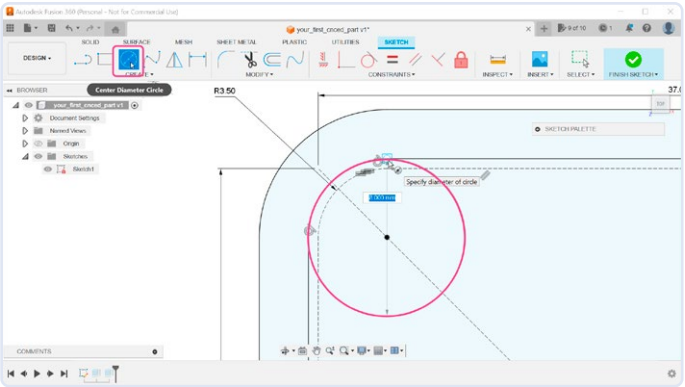

Figuur 9. Positionering van het middelpunt voor een van de steunen.
9. De module moet op vier steuntjes rusten, en het zou mooi zijn als we de module ook konden vastschroeven. Voor deze steunen hebben we nog een sketch nodig, maar in plaats van een nieuwe te maken, kunnen we de huidige sketch ook hergebruiken. Om terug te keren naar de bewerkingsmodus dubbelklik je op het item *Sketch* in het browservenster. De gaten in de print hebben een diameter van 3 mm; we moeten de steunen dus groter maken. Voor een eenvoudiger fabricage kunnen we ze zelfs zo groot maken dat ze de wanden van de behuizing raken. Selecteer het *Center Diameter Circle*-gereedschap in de werkbalk en teken een cirkel in de linkerbovenhoek – groot genoeg om de binnenwand van de behuizing te raken (8 mm diameter, **figuur 9**).